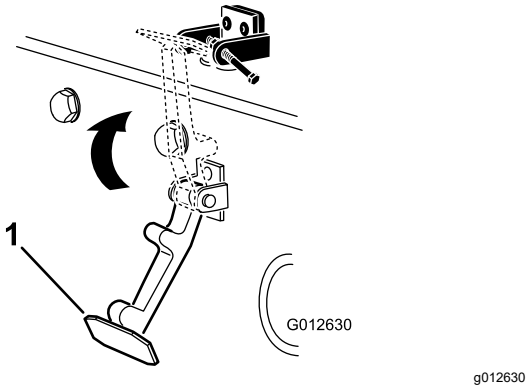

**Figur 17**
6. Kroka fast spärren på motorhuvslåsfästet (Figur 17).